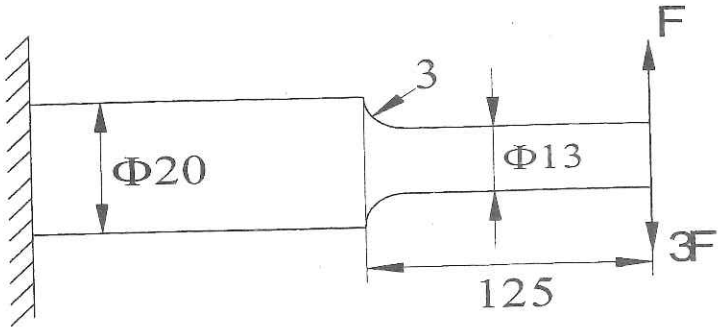

Fig. 4b (All dimensions are in mm)
b. A cantilever beam made of cold drawn carbon steel having σ_U= 550MPa, σ_Y= 470MPa, σ_{-1}=275MPa of circular cross section is subjected to a load which varies from –F to 3F as shown in Fig.4b. Determine the maximum load that this member can with stand for an infinite life using a FOS =2. **08**